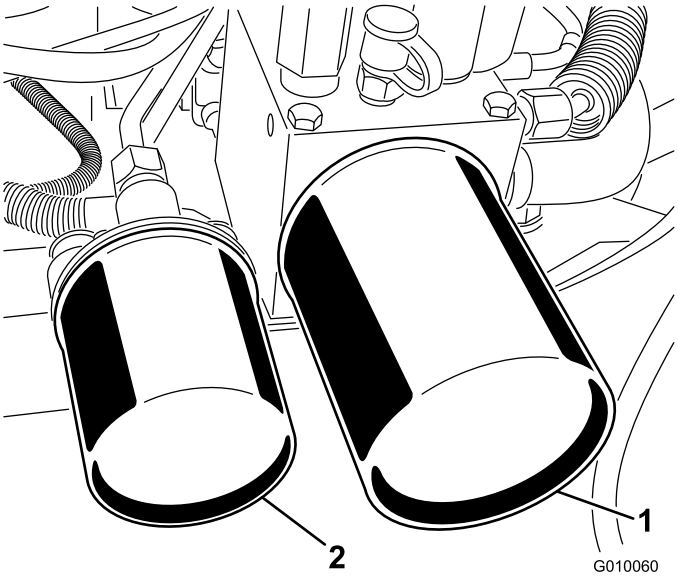

Figur 59
2. Sätt ett avtappningskärl under filtren, ta bort de gamla filtren och torka filteradapterns packningsyta ren (Figur 59).